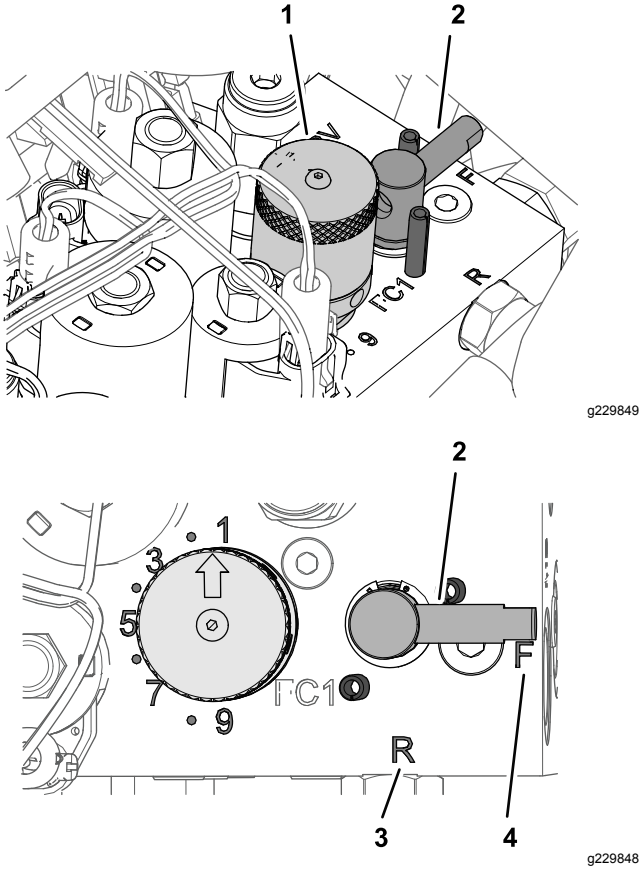

Figur 65
4. Drej baglapningsgrebet til positionen R (Figur 65).
5. Drej grebet til regulering af knivcylinderhastighed til indstilling 1 (Figur 65).